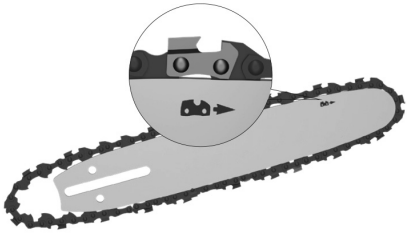

Рис. 2. Направление вращения цепи
4. Установите ведущие звенья пильной цепи в паз направляющей шины. При установке цепи следите за тем, чтобы режущая кромка зуба была расположена вперед по ходу движения цепи, т.е. по часовой стрелке. Направление, в котором указывает стрелка на цепи, должно совпадать с направлением, отмеченным на направляющей шине. (Рис. 2).